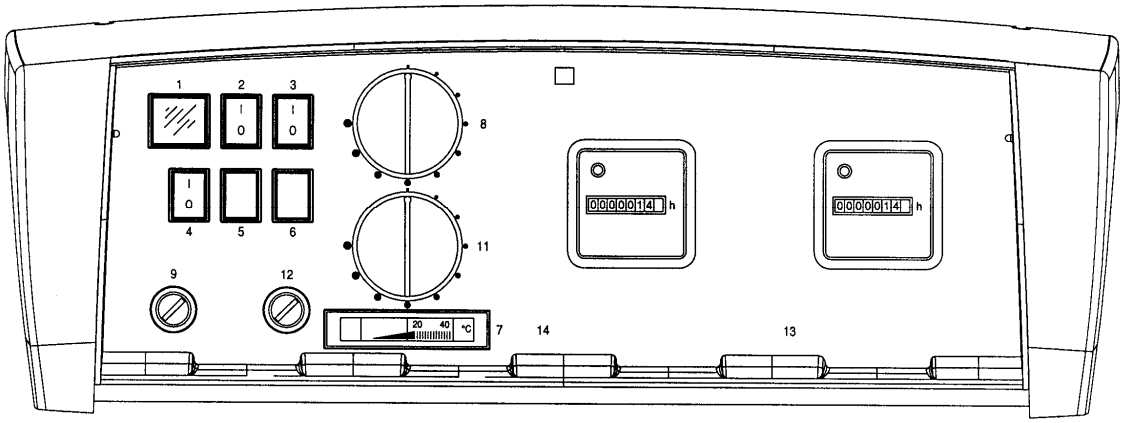

Рис. 5
3.7.1 ПАНЕЛЬ УПРАВЛЕНИЯ ОПЦИОННО ALPHA R DUAL/ALPHA R DUAL F (Рис. 5)